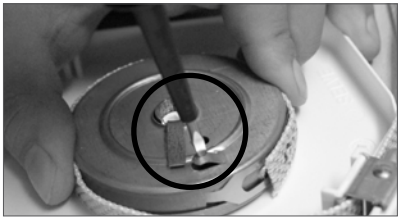

Abb. 23
5. Den Gurt festhalten und die Arretierlasche eindrücken (Abb. 23).